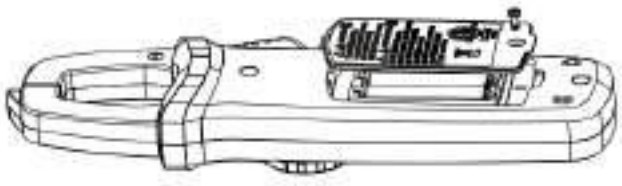

Fig 7
11.2 ÎNLOCUIREA BATERIEI (FIG 7)